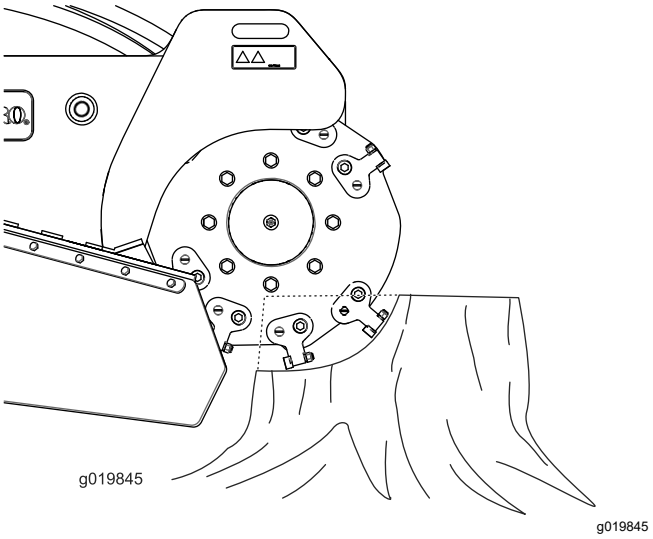

**Figuur 19**
2. Gebruik de bedieningshendel van de frees en het tractiepedaal om de frees aan de voorkant van de boomstronk te rijden, ongeveer 2 cm onder de stronk (Figuur 19).
4. Gebruik de bedieningshendel om de frees langzaam over het oppervlak van de boomstronk te bewegen en snij een strook hout weg (Figuur 19).